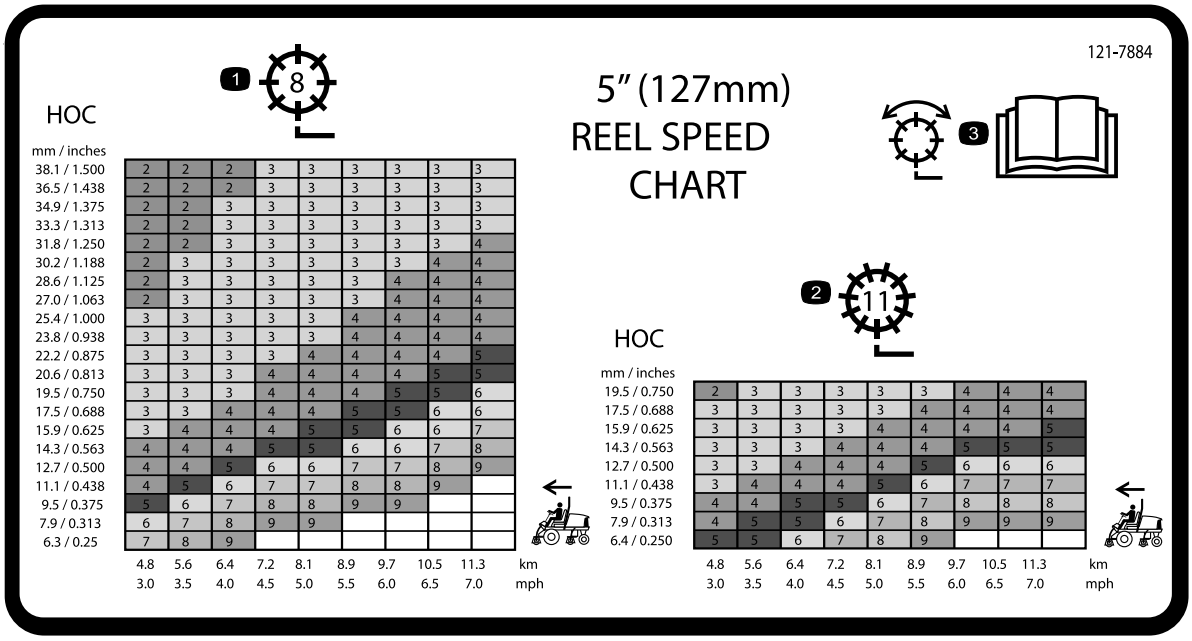
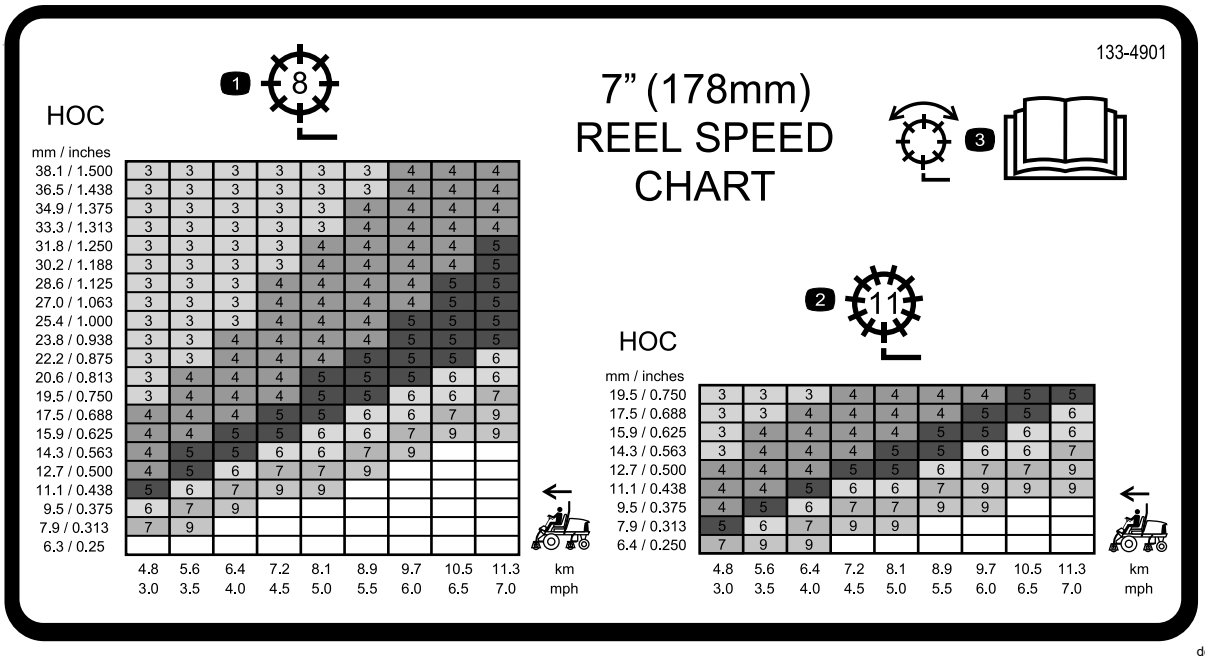

Figur 31
Figur 32
3. Bestäm korrekt hastighet för cylindrarna genom att använda kurvan på dekalen med tabellen över cylinderhastighet (Figur 31 och Figur 32).